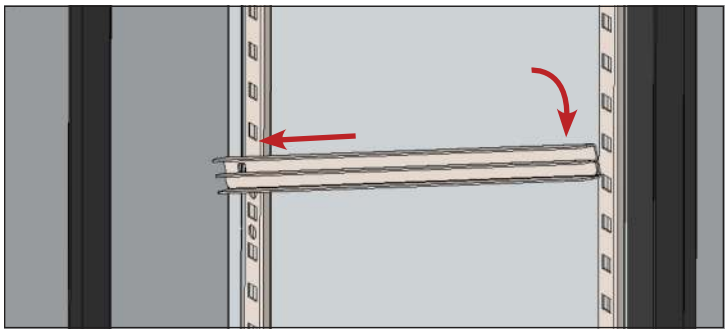

***Fig. 2.*** Position the shelf/pan slide.
3. Slide the tabs into the notches and verify the unit is level. See fig. 2.